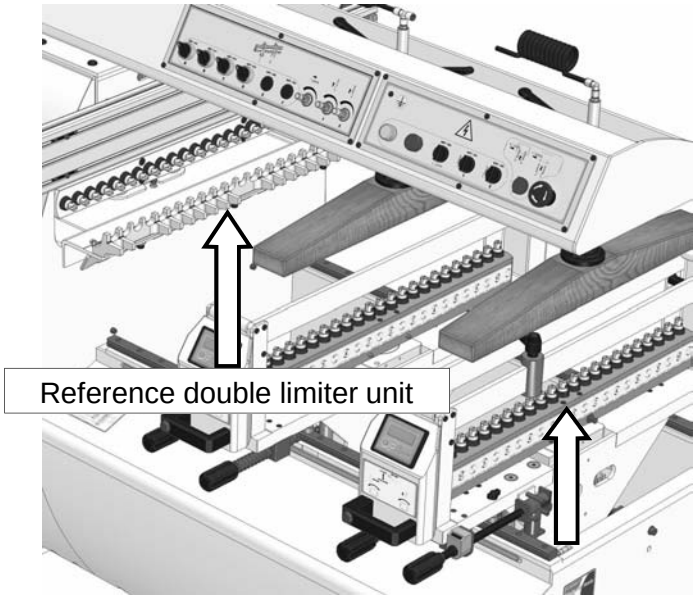

Fig. 14
- 14) Screw for vertical heads rotation locking (see fig. 14)
2. If necessary, rotate the spindle stand heads by unlocking the four screws (see fig. 14) in centre position respect to them.